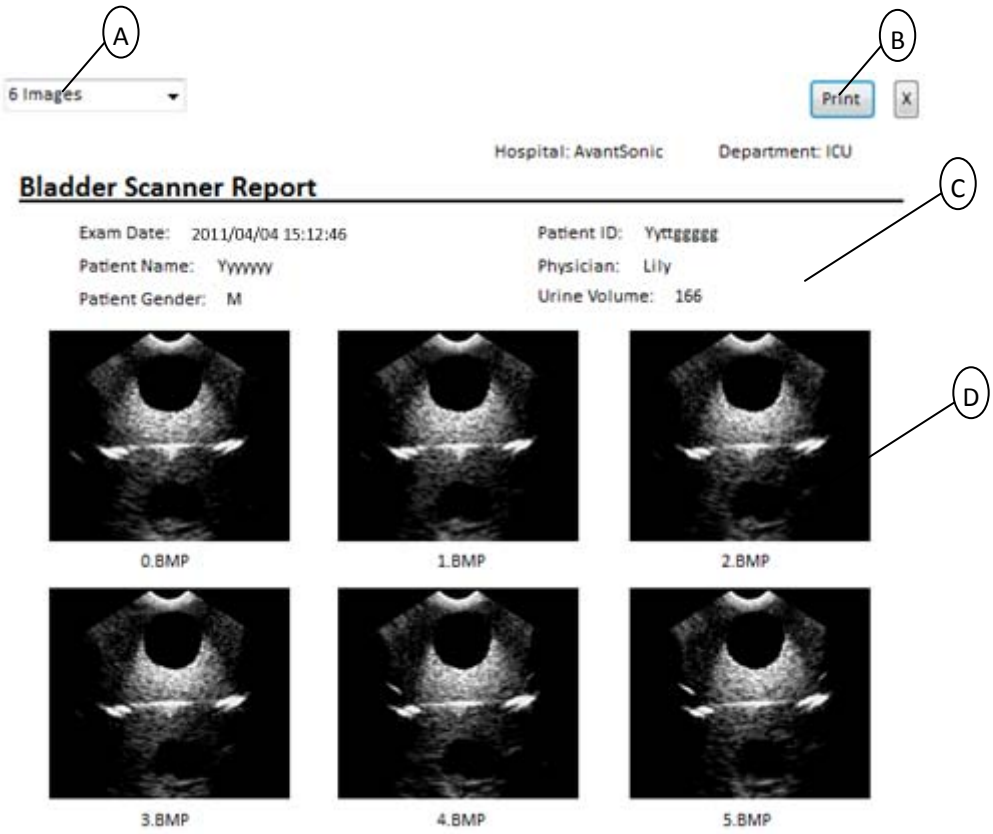

Figure 6-3 Interface of the PC of PadScan Z5 (6 images)
Click the Print in the main interface of PC, the Print interface appears, which includes：6 or 12 images selection box, print key, hospital name, department name, patient information and bladder ultrasound images. Click 6 or 12 images selection box and select 6 Images, 6 bladder ultrasound images will display in the print interface (Figure 6-3). Click Print key (6 or 12 images selection box, print key and X key will not be